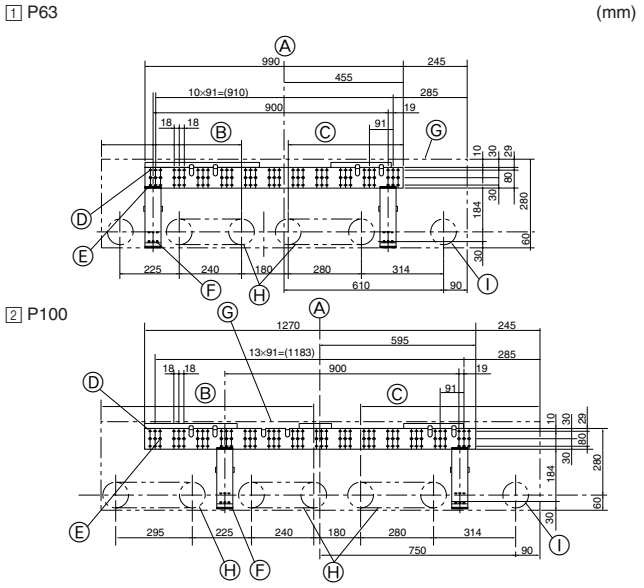

Fig. 3-1
3.1. Anbringung der Wandbefestigungen (Fig. 3-1)